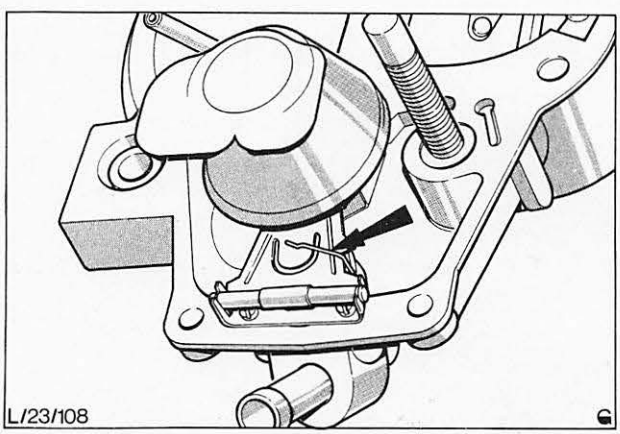

Abb. 95 Vergaserdeckel mit richtig befestigter Federklammer (Schwimmer)
11. Schwimmernadelventil und Schwimmer einbauen, dabei darauf achten, daß die Federklammer richtig auf dem Ventil und der Anschlagzunge angebracht ist, Abb. 95.